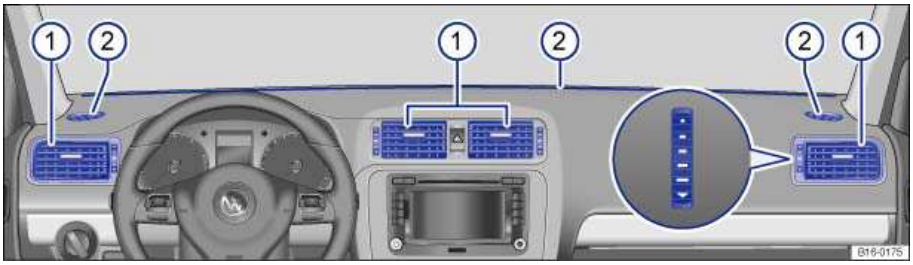

Fig. 136 In the instrument panel: Air vents.
To help ensure sufficient heating, cooling and ventilation in the passenger compartment, never close the air vents completely ⇒ fig. 136 (1).